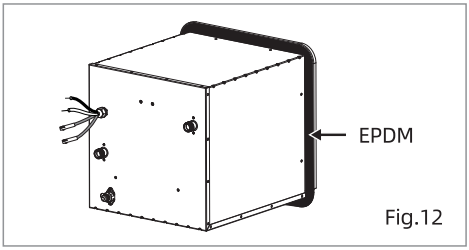

Fig.12
3. Attach the waterproof sealing strip (EPDM) provided with the accessory package, around the entire backside flange area and holes. (Fig.12)
2. The water heater flange cover is pasted with waterproof sealing strip EPDM. (Fig.12)